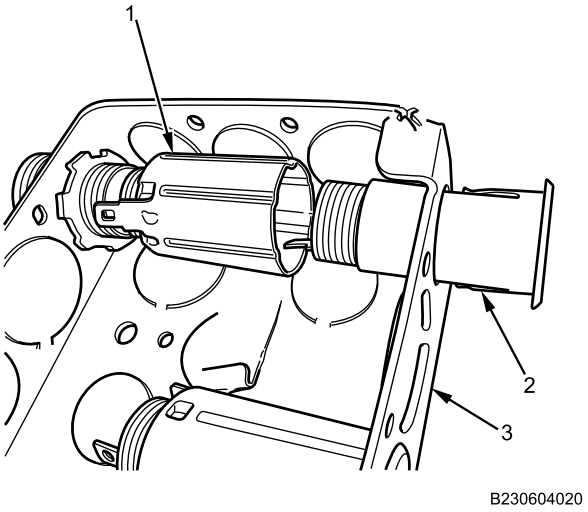

Figure 13. Junction Box.
9. Push inner 12V socket (Figure 13, Item 2) into junction box (Figure 13, Item 3) and install switch base retainer (Figure 13, Item 1) to 12V socket by turning switch base retainer clockwise. Tighten retainer securely.